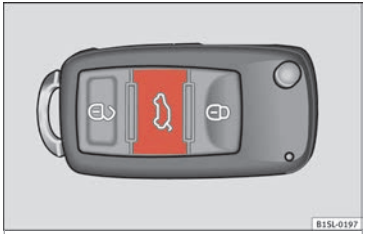

Fig. 37 On the vehicle key: button to unlock and open the boot hatch.
- Press the button on the vehicle key ››› **Fig. 37** for about one second to unlock the boot hatch.